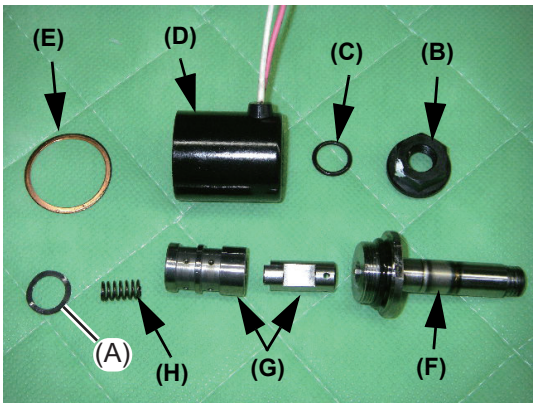

FIGURE 2
3. When removing the Spring Shim (A) in the back, be careful not to damage the bore of the rear Cover Hole. Identification of parts are shown in Figure 2. (A) Wave Washer, (B) Plastic nut, (C) O-Ring, (D) Solenoid Field Assembly, (E) Copper Gasket, (F) Armature, (G) Valve, (H) Solenoid Spring.